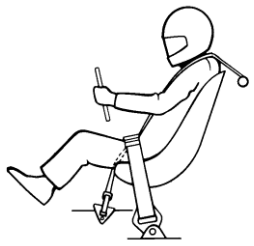
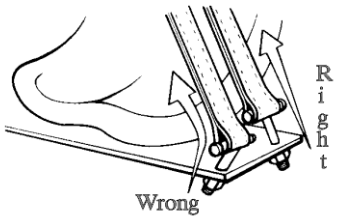

Figure 5: Safety Harness Mounting showing Correct Shoulder, Lap, and Crotch Strap Locations.
Figure 6: Safety Harness Mounting Hardware showing Correct Angle that will Sustain Maximum Load.
All vehicles except Motorcycles and Quads must have a heavy-duty type five-point fast release (*no push button or quick release type*) seat belt and shoulder harness with metal-to-metal buckles and connectors for each occupant. The single anti-submarine strap of the five-point system shall be attached to the floor structure as close to the front of the seat as practical so that it will exert maximum restraint to the upward movement of the belt and harness, see Figure 5 and Figure 6. The five-point system consists of a 3" seat belt, a 2" anti-submarine belt, and two 3" shoulder straps (or 2" shoulder belts approved for use with 3" belts - see below) No "Y" type shoulder belts. All belts must show manufacturer's name, month, and year of manufacture. All belts must be changed after three (3) years of date of manufacture. SCORE recommends all belts be changed after one (1) year of use. No surplus safety harnesses are allowed.
Shoulder harness should be mounted behind the driver/co-driver. The recommended mounting point is approximately 4" below top of shoulder. Lap belts should be kept at a minimum at least 2.5" forward of seat and backrest intersection, see Figure 5 and Figure 6. All belts must be mounted directly to a main structure member of the same size specification as the roll cage and with gussets.